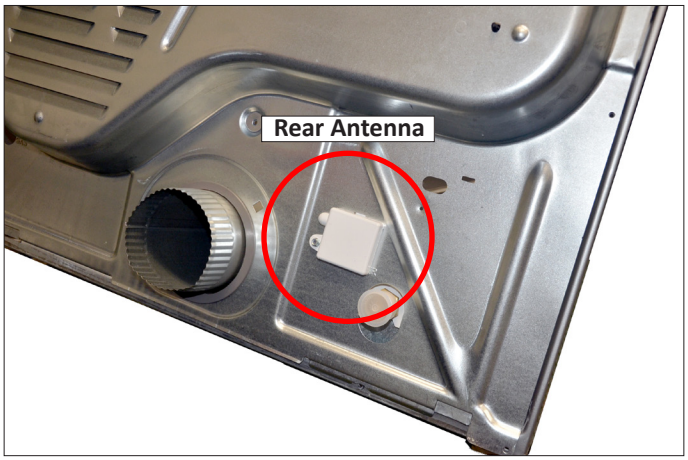

Figure 5 - Rear Antenna Location
- Same antenna design is used inside the front console and rear panel of clothes dryer (see figures 5 & 6)